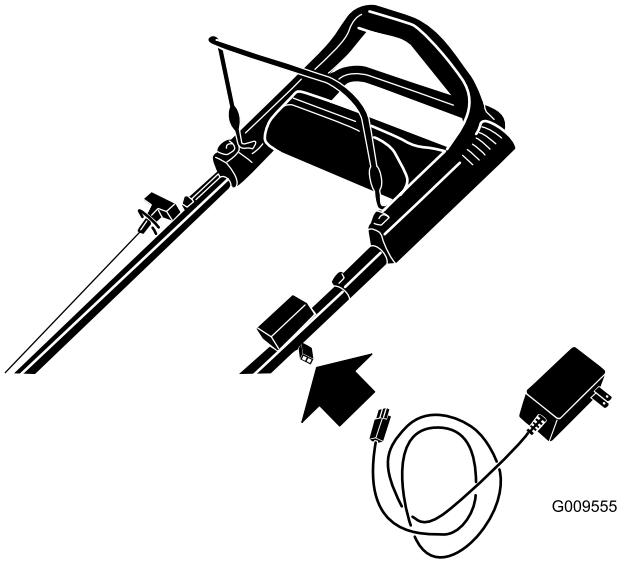

Figuur 37
1. Sluit de acculader aan op de kabelboom van de machine, die zich onder het contactsleuteltje bevindt (Figuur 37).